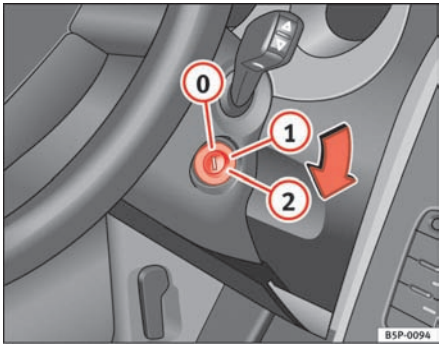

Fig. 116 Ignition key positions
In the position ⇒ fig. 116 the ignition and the engine are OFF and the steering may be locked.
– Turn the ignition key to position ⇒ page 154, fig. 116 (1). The indication lamp ⌀ will light for engine pre-heating.
– When the warning lamp goes out, turn the key to position (2) to start the engine. Do not press the accelerator.
– Turn the ignition key to position ⇒ page 154, fig. 116 (0).